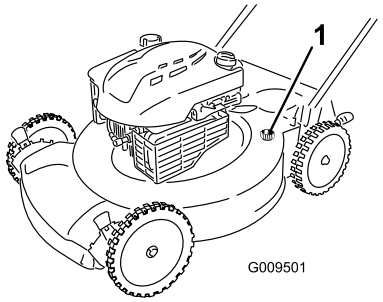

Figur 24
4. Anslut en trädgårdsslang, som är ansluten till en vattenkälla, till tvättanslutningen på klipparkåpan (Figur 24).